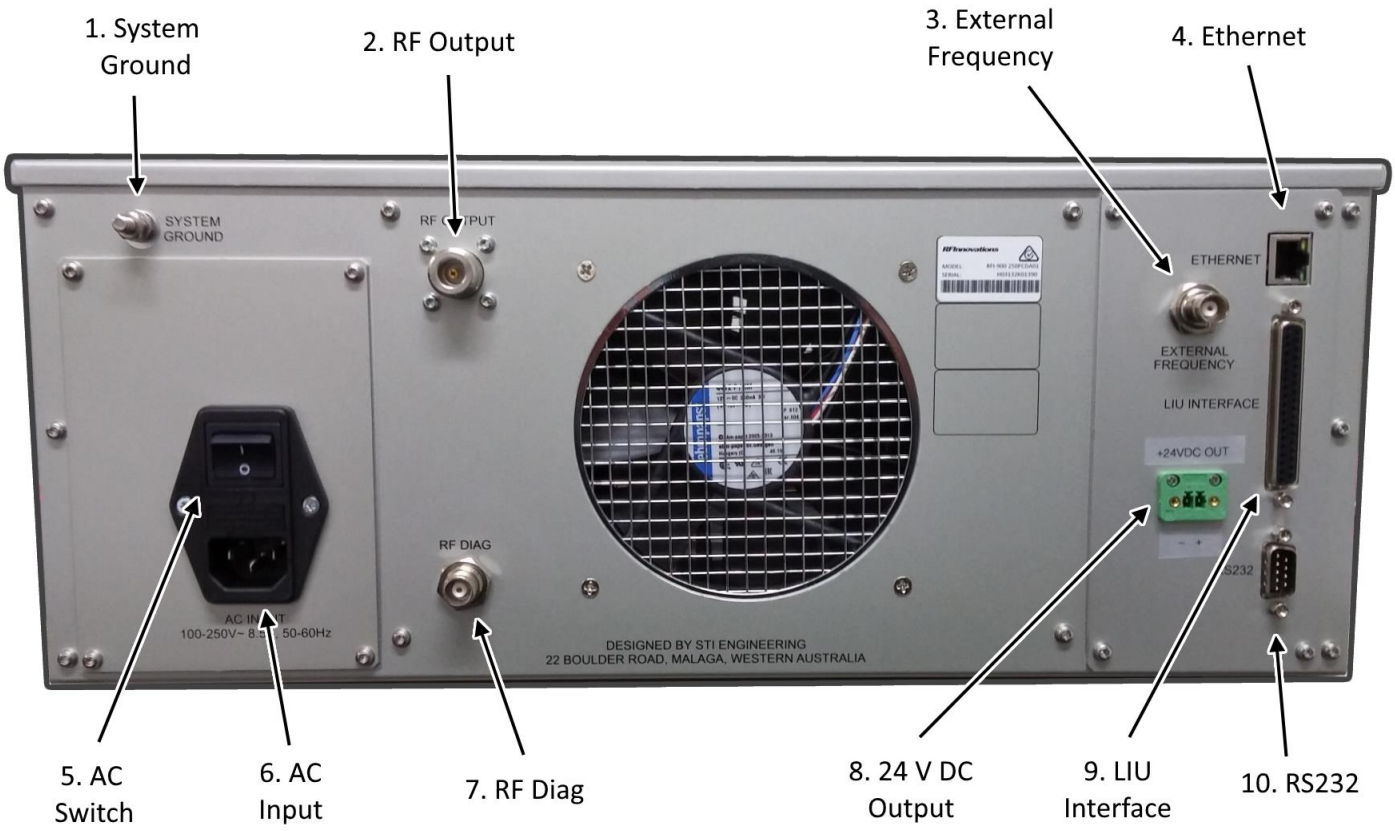

Figure 1: Paging Transmitter Back Panel (AC model shown)
The back panel of the AC model paging transmitter is shown below in Figure 1.
6. ***Power Supply Input:*** The power supply input is model-specific. The AC input connector is shown in Figure 1.